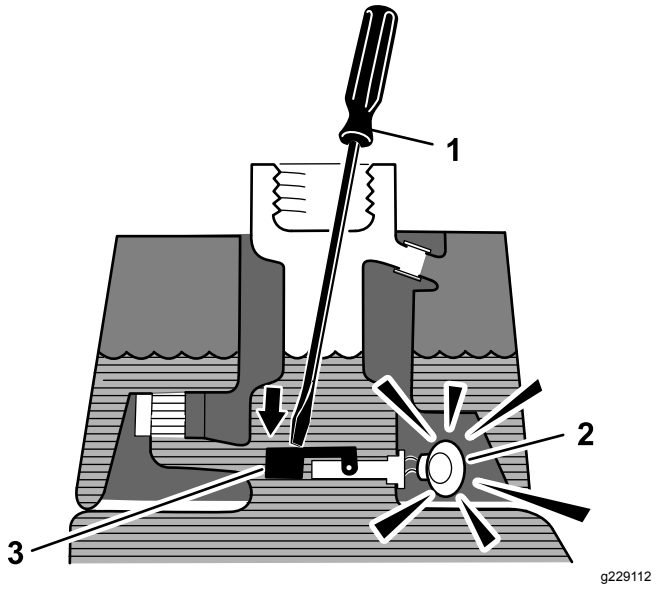

**Figur 40**
3. Sæt en ren stang eller skruetrækker ind i tankens studs, og tryk forsigtigt ned på svømmerafbryderen (Figur 40). Alarmen bør lyde efter et sekunds forsinkelse.